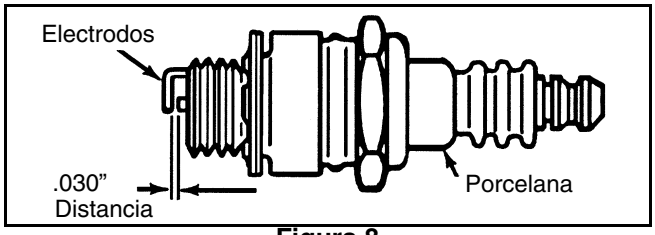

Figura 8
- Cambie la bujía si los electrodos están picados, quemados o la porcelana está rota. Ver Figura 8 .